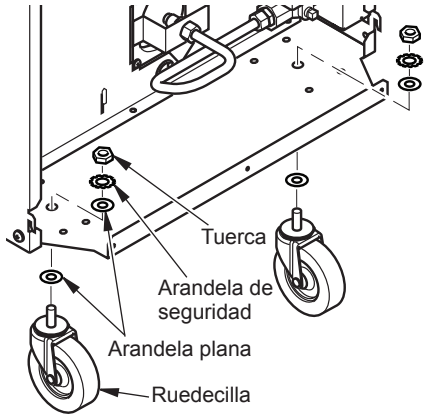

Figura 4 - Instalación de las ruedecillas
2. Es recomendable quitar el panel lateral del calentador para facilitar la instalación de las ruedecillas. Para hacer esto, consulte *Desmontaje de la parte superior y el panel lateral* en la página 14. La figura 4 muestra el panel lateral desmontado, para mayor claridad.
4. Coloque una arandela plana en el poste roscado de la ruedecilla. Inserte el poste de la ruedecilla en el orificio de la base del gabinete como se muestra en la figura 4.
5. Coloque una arandela plana, una arandela de seguridad y una tuerca en cada una de las ruedecillas como se muestra en la figura 4.